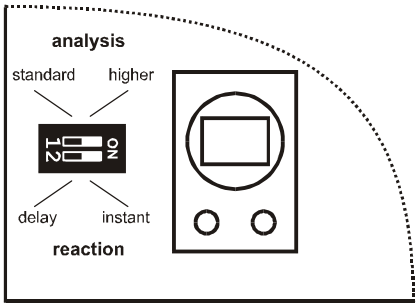

Fig.10
**D.** Select Instant or Delayed reaction of the system to the detector's triggering by using DIP SW 2 (see fig. 10)